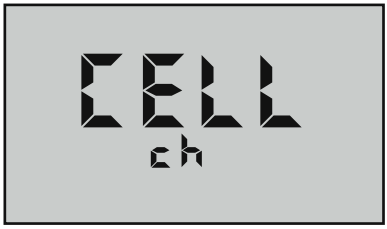

Figure 21
3. Press MR ▼ repeatedly until you pass the FAC SEL location. The display will show a "**CELL ch**" (see Figure 21).